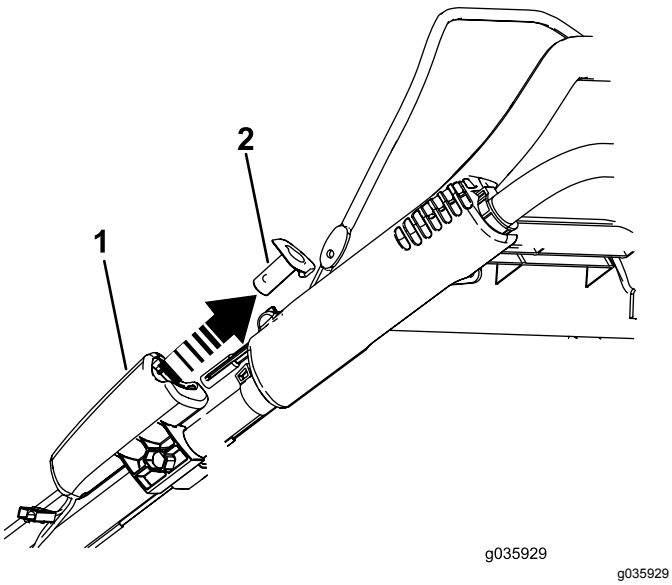

Figur 27
1. Tag den elektriske startknap ud (Figur 27).